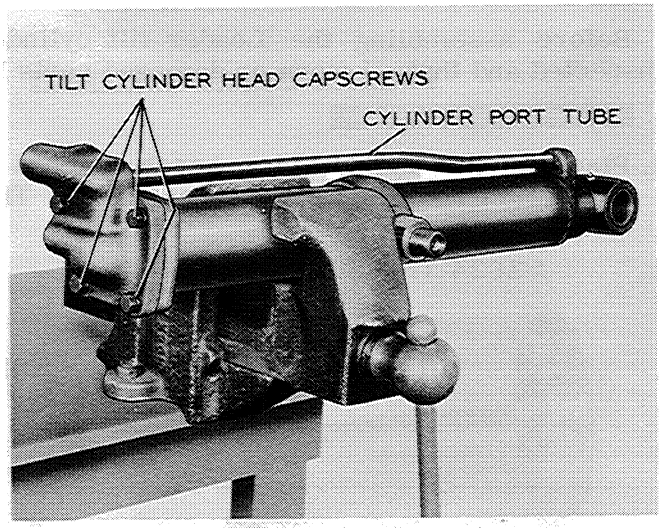

Figure A-45
7. Install the four tilt cylinder head capscrews and thread them into the snap ring clamp. Progressively tighten the cylinder head capscrews to 90 foot pounds torque, Figure A-45.